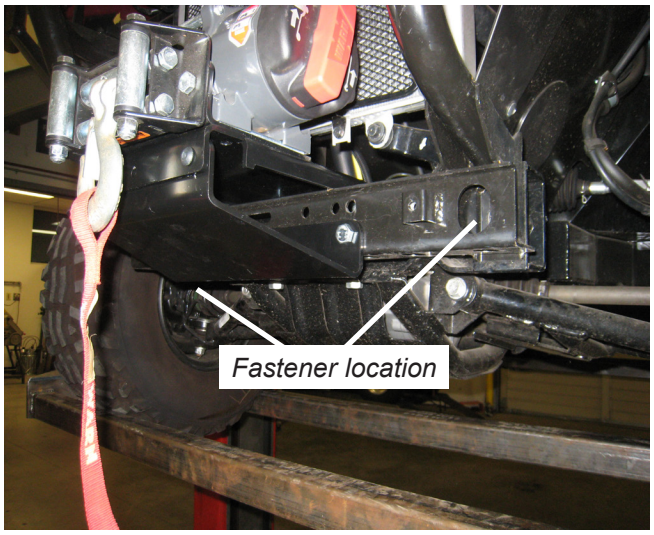

*Figure 2*
2. Remove the lower M12 bumper fasteners. See figure 2.